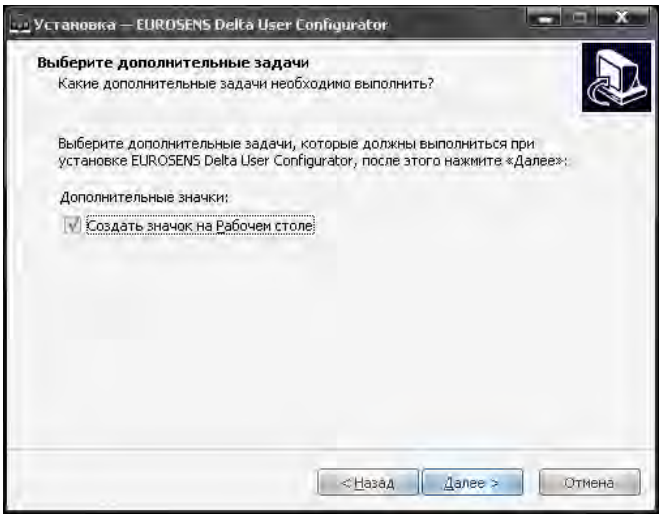

Рис.11
12) отметить галочкой (при необходимости) создание на рабочем столе ярлыка для запуска программы (рис.11):